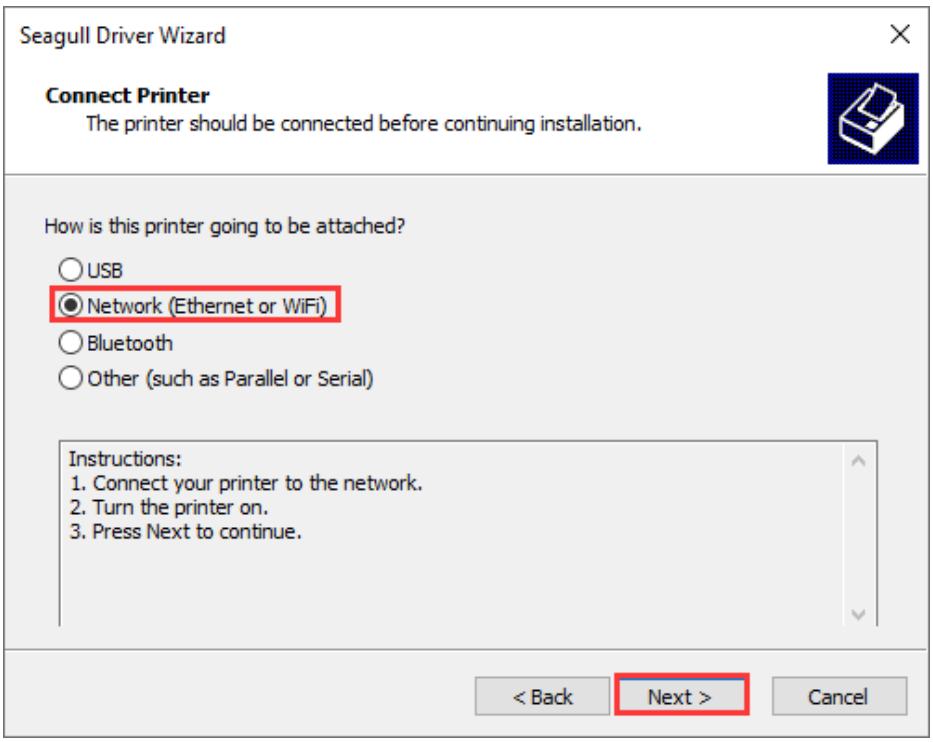

Figure 2-42 Connect Printer Screen
3. On the "Connect Printer" screen, select "Network (Ethernet or WiFi)", and then click "Next", as shown in Figure 2-42.